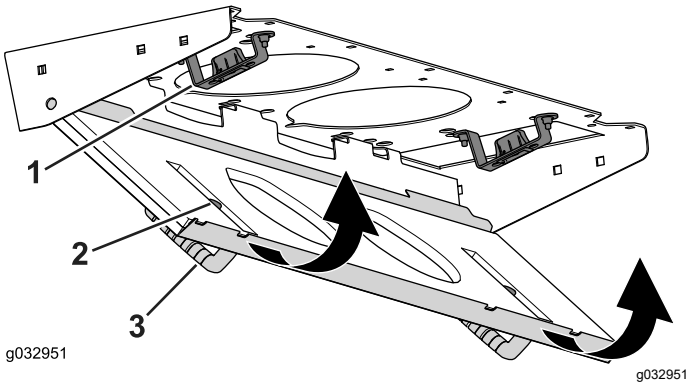

Figure 88
4. Faites pivoter le filtre sur les languettes jusqu'à ce que le verrou s'enclenche dans la fixation (Figure 88).